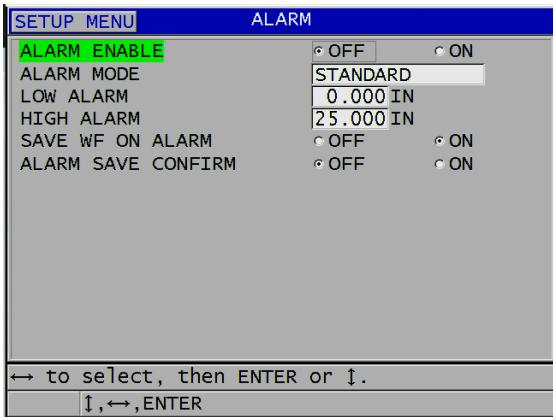

Rysunek 8-7 Konfigurowanie alarmu STANDARD (Standardowy)
3. Na ekranie **ALARM** (patrz Rysunek 8-7 na stronie 149):